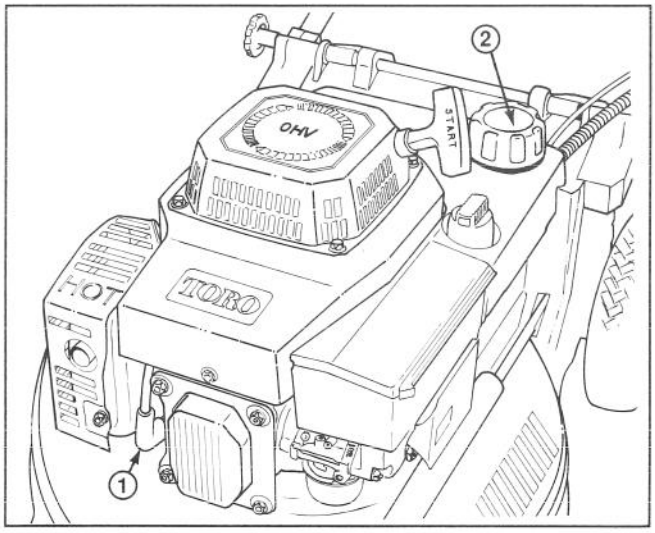

Figure 17
1. Stop engine and wait for it to cool. Pull wire off spark plug (Fig. 17).
1. Stop engine and wait for engine to cool. Pull wire off spark plug (Fig. 17). For electric start model, remove key from switch.
2. Remove cap from fuel tank (Fig. 17) and use pump-type syphon to drain fuel into clean gas can.
1. Stop engine and pull wire off spark plug (Fig. 17). For electric start model, remove key from switch.